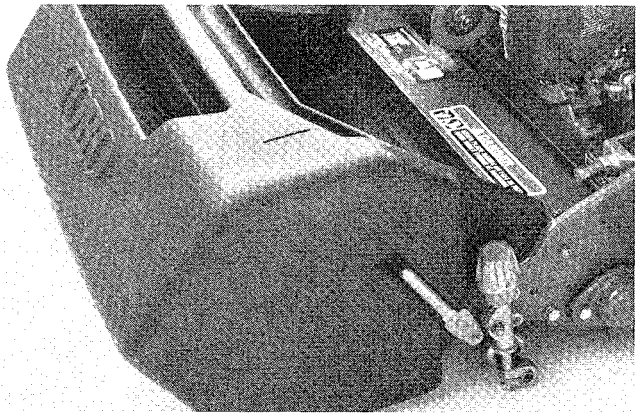

**Figure 14**
1. Grasp basket by top rear lip and slide onto the basket mounting rods (Fig. 14).